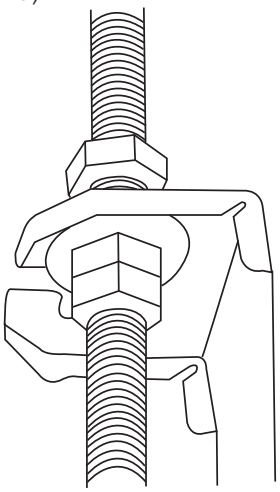

Fig. 4.8
8. Mount the indoor unit with at least two people to lift and secure it. Insert suspension bolts into the unit’s hanging holes. Fasten them using the washers and nuts provided. (See Fig. 4.8).